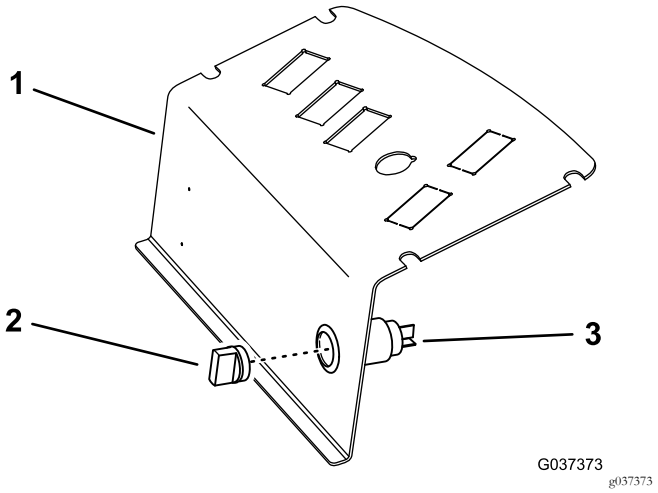

Figur 6
8. Fra sædesiden af kontrolpanelets plade skal du sætte strømtilslutningen i hullet, fastgøre den til den udvendige kappe og sætte dækslet i strømtilslutningen (Figur 6).